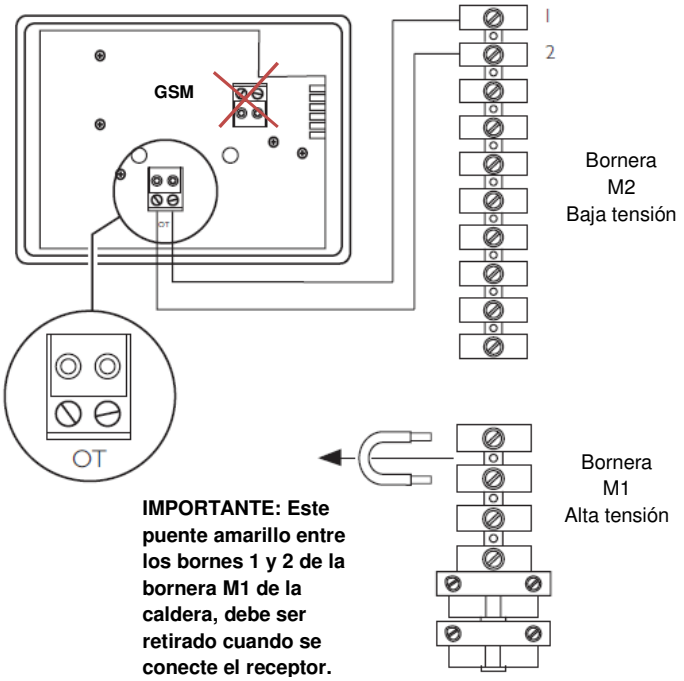

Fig. 9: Conexionado y parte posterior del receptor
1. El receptor debe ser conectado en la caldera según se indica en la Fig. 9.
3. El error **E83** indica que el receptor no se está comunicando con la caldera. Comprobar el conexionado entre ambos componentes. Ver Fig. 9.
c. Que el cableado entre el receptor y la caldera sea el correcto. Ver Fig. 9.